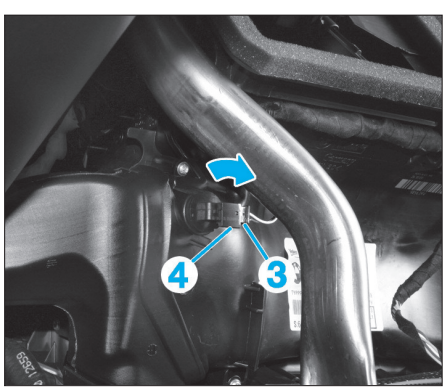

Fig. 54
• Débrancher le connecteur (3) **(Fig.54)**.